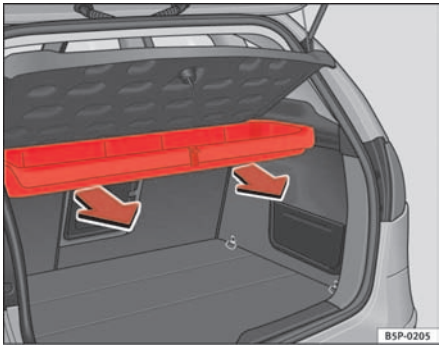

Fig. 120 Removing storage shelf
– Pull outwards until the compartment is freed from the pivot point ⇒ fig. 120.